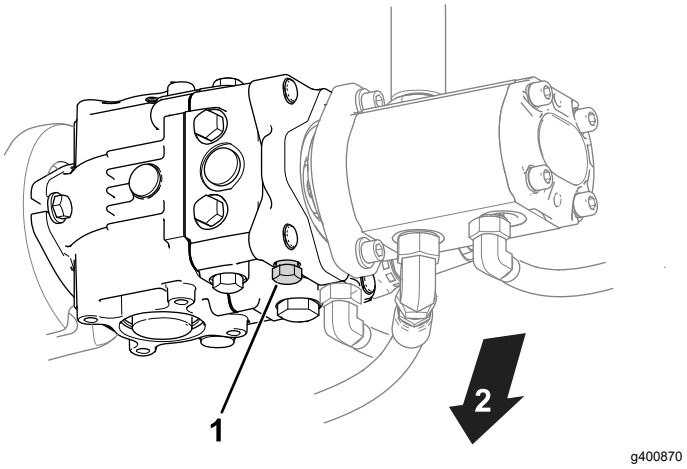

**Figura 27**
1. Individuate la valvola di bypass sulla pompa (Figura 27).